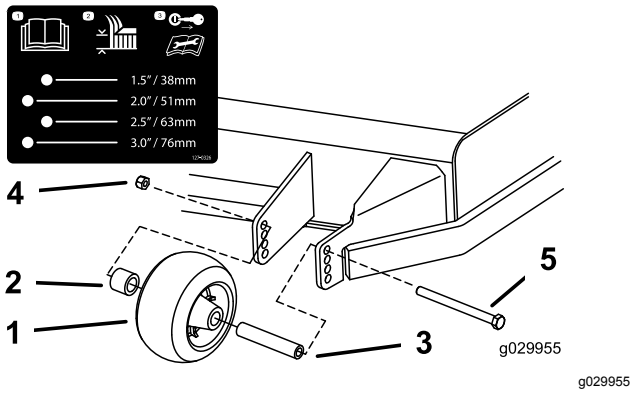
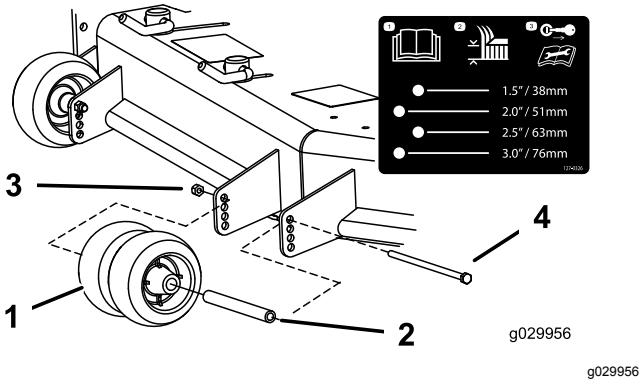
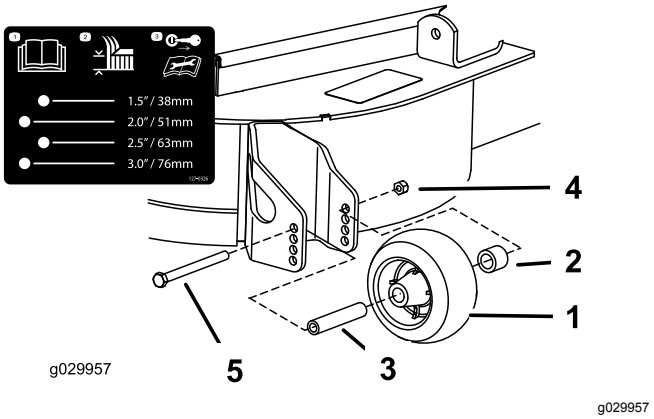

Figur 32
Figur 33
Figur 34
3. Juster antiskalperingsvalsene som vist i Figur 32, Figur 33 og Figur 34.